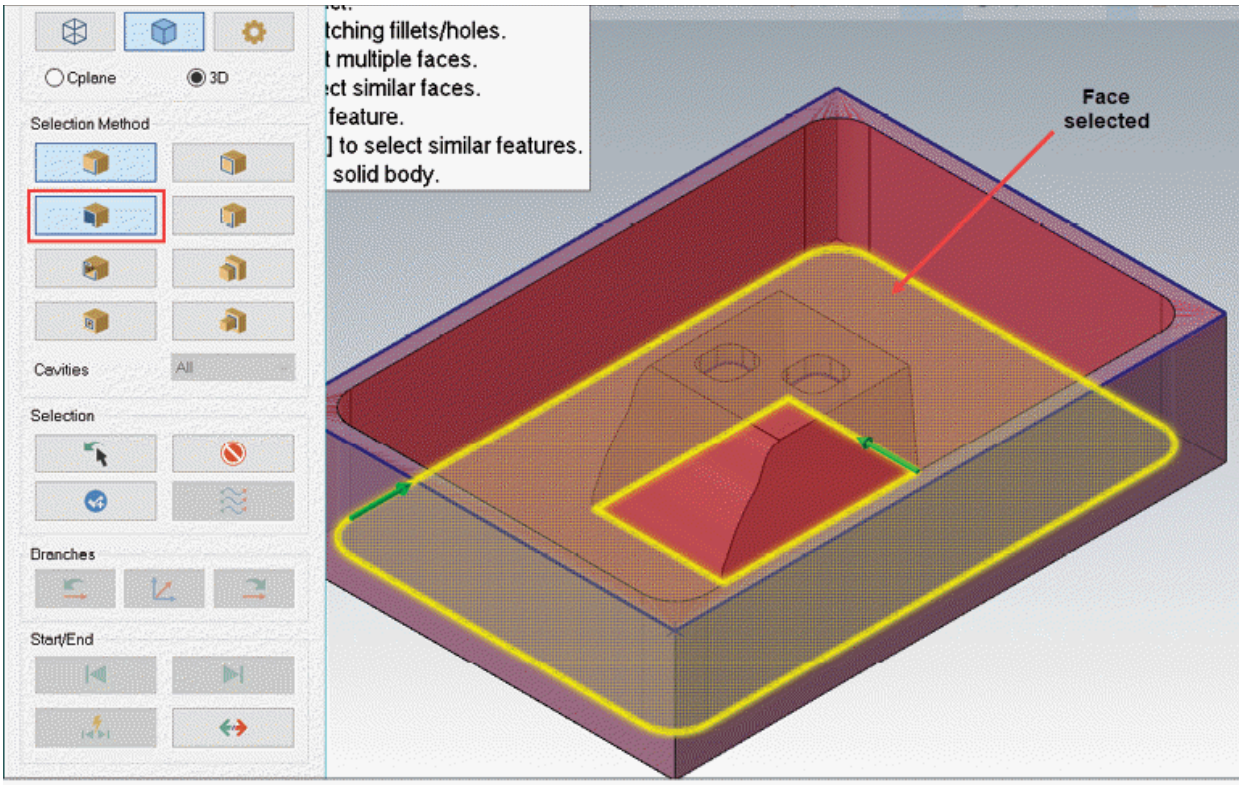

Figure-30. Face selected for 2D pocket
- Select the **Face** button from the **Selection Method** area of the dialog box and select the bottom face of the part to be machined; refer to Figure-30.